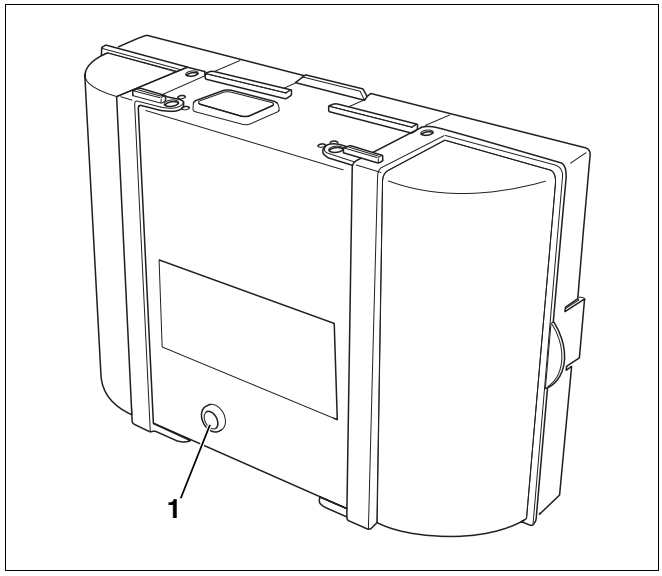

Abb. 76 Störungen am Feuerungsautomaten zurücksetzen
- Entstörtaster (Abb. 76, **Pos. 1**) drücken, um den Fehler zurückzusetzen.